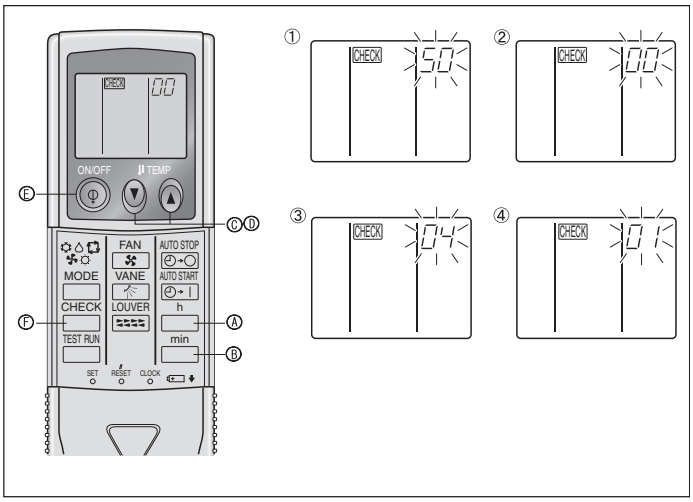

Fig. 6-16
6.3.2. Mando a distancia inalámbrico por infrarrojos (Fig. 6-16)